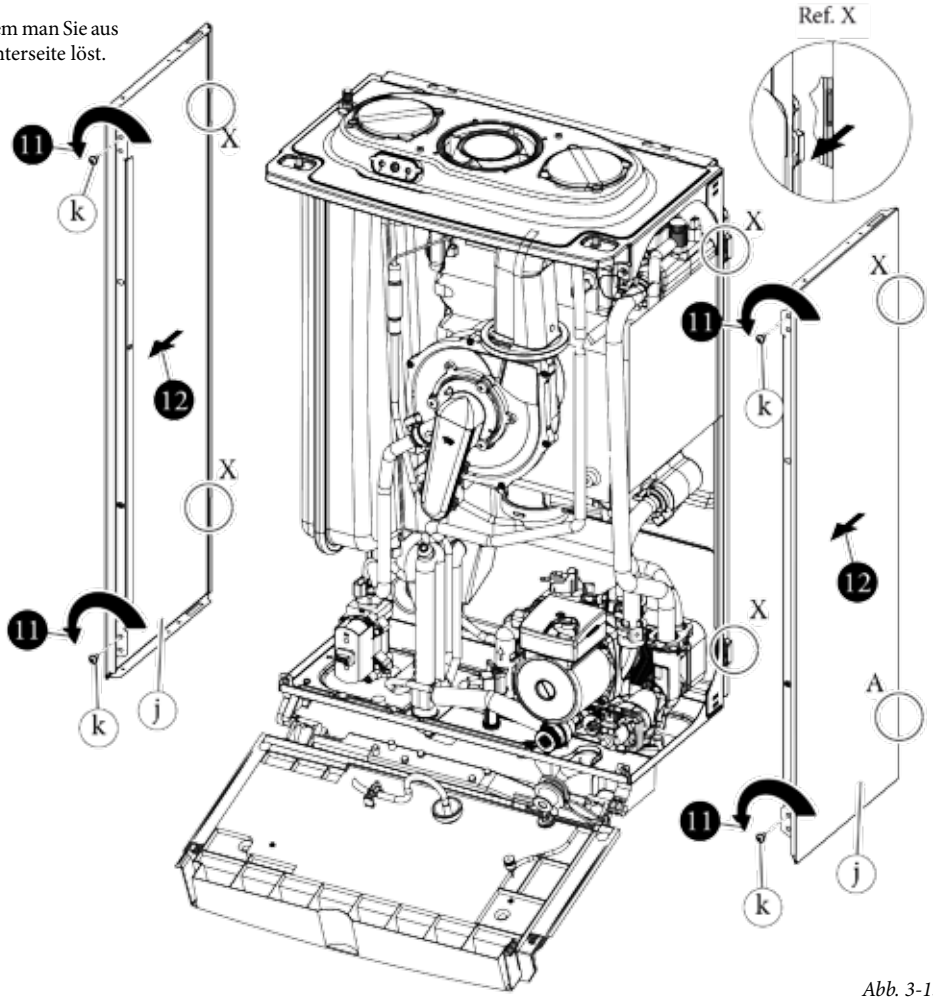

*Abb. 3-15e*
• **Seitenwände (Abb. 3-15e).**
12) Seitenwände (j) abnemen, indem man Sie aus der Verankerung (X) an der Hinterseite löst.